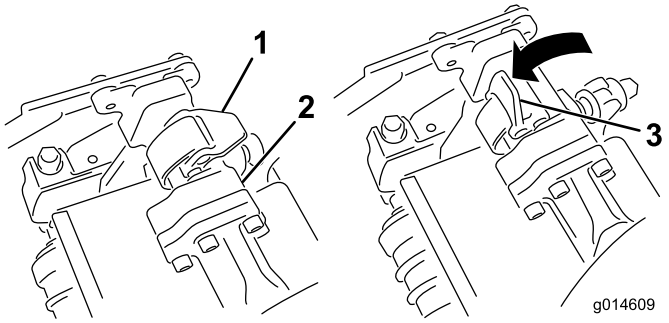
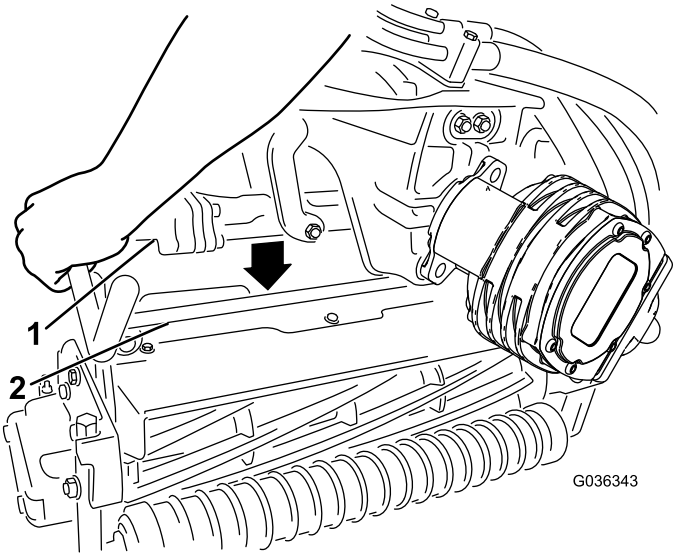

Figur 32
Figur 33
4. Mens låsehåndtagene på affjedringsarmen peger opad (dvs. er åbne) (Figur 32), skal du skubbe affjedringsarmen ned, så stangen kan sættes over tværstangen på klippeenheden øverst oppe (Figur 33).
5. Luk låsehåndtagene ned og omkring klippeenhedens stang, og lås dem på plads (Figur 32).
5. Åbn låsehåndtagene på affjedringsarmens stang på klippeenheden, som du fjerner (Figur 32).